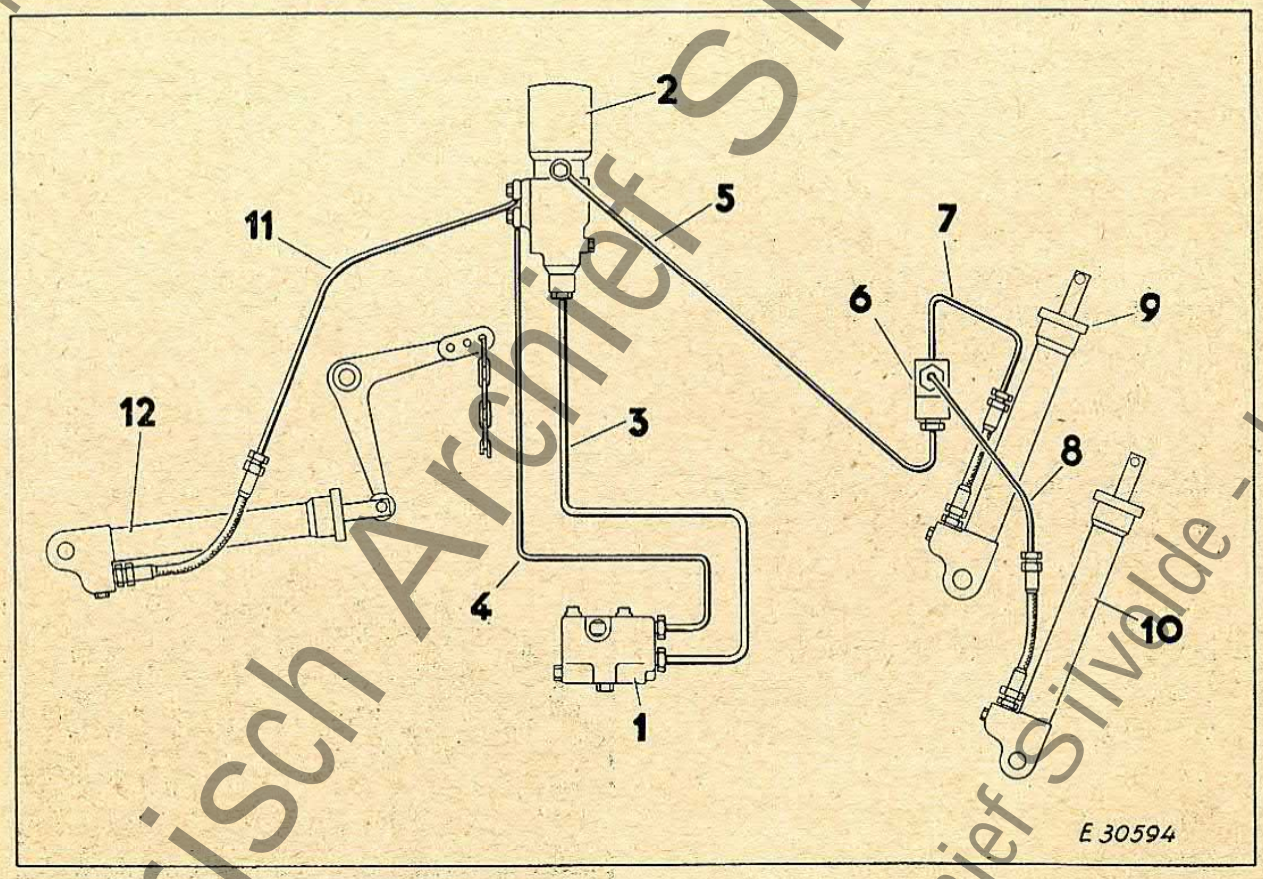

Bild 5
8. **Die Druckleitung** (11, siehe Rohrleitungsplan Bild 5), bestehend aus Rohrleitung und Hochdruckschlauch, **zwischen Druckzylinder (12) und Steuerschieber (2)** anbringen. Der Hochdruckschlauch ist dabei von unten her mittels Überwurfmutter am Anschlußstutzen des Druckzylinders zu befestigen. Das Ringstück der